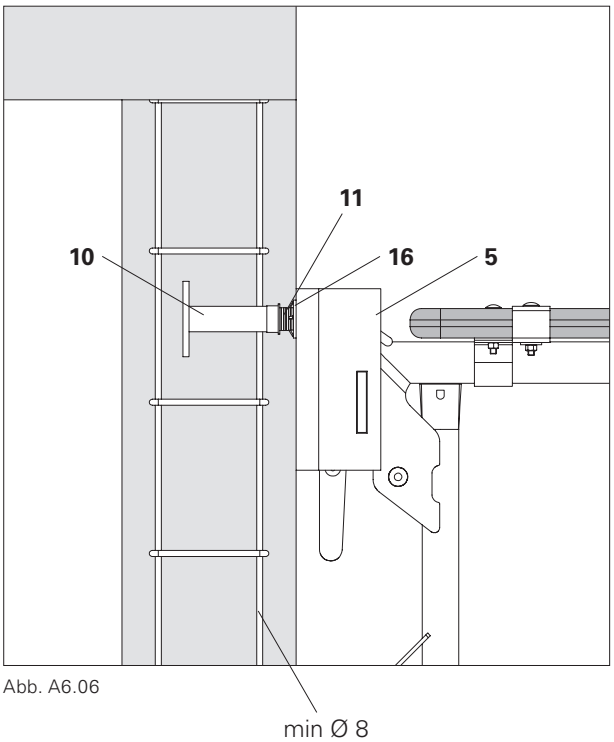
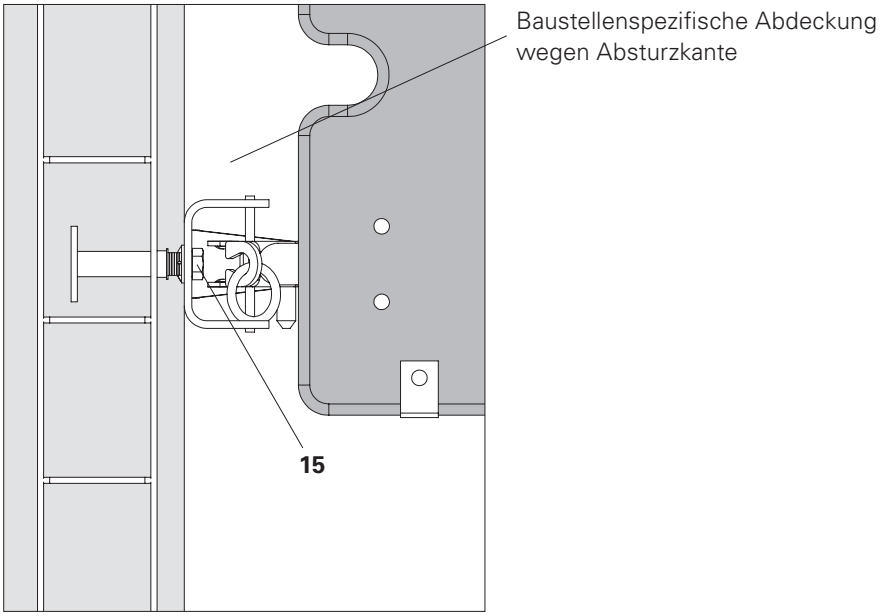

Abb. A6.06
Abb. A6.07
(Abb. A6.06 + Abb. A6.07)
1. Die Einhängeschlaufen (**9**) paarweise verlegen. (Abb. A6.06 + Abb. A6.07)